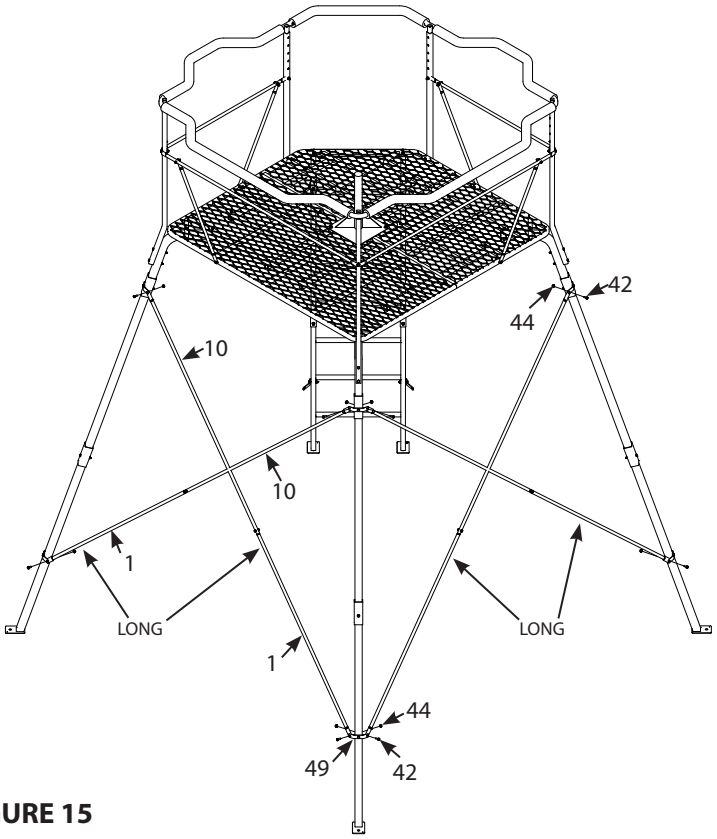

FIGURE 15
15. Attach the four long cross brace assemblies (1, 10) to the brace attachment brackets (49) on the two sides opposite of the ladder using a 1/4-20 X 3/4 IN bolt (42) and 1/4-20 nut (44) on each end. **SEE FIGURE 15.**